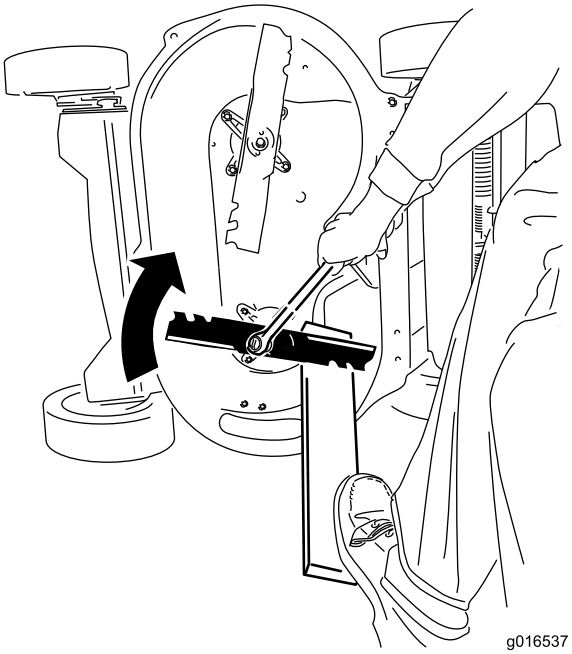

Figura 40
2. Fissate ogni lama con una tavola e ruotate in senso antiorario con una chiave torsiometrica come mostrato in Figura 40; serrate ogni bullone della lama a 82 N·m.